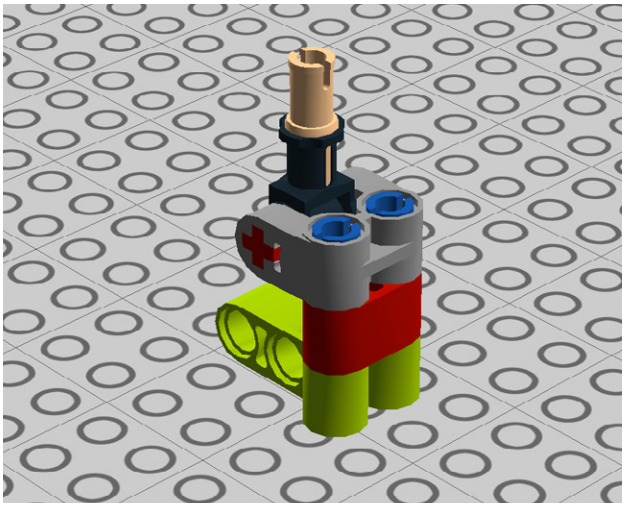

Figure 1-25. *Step 21: Connecting the cross block*
21. Connect a 2x3 cross block to the ends of the pegs. Figure 1-25 shows how they go together.